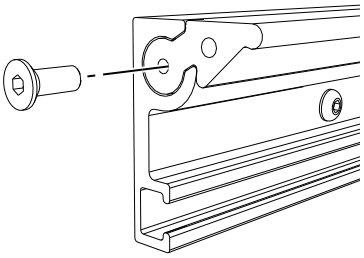

*Figura 52. Bloquee la moldura de goma*
9. Fije la moldura de goma con el tornillo correspondiente, véase Figura 52.